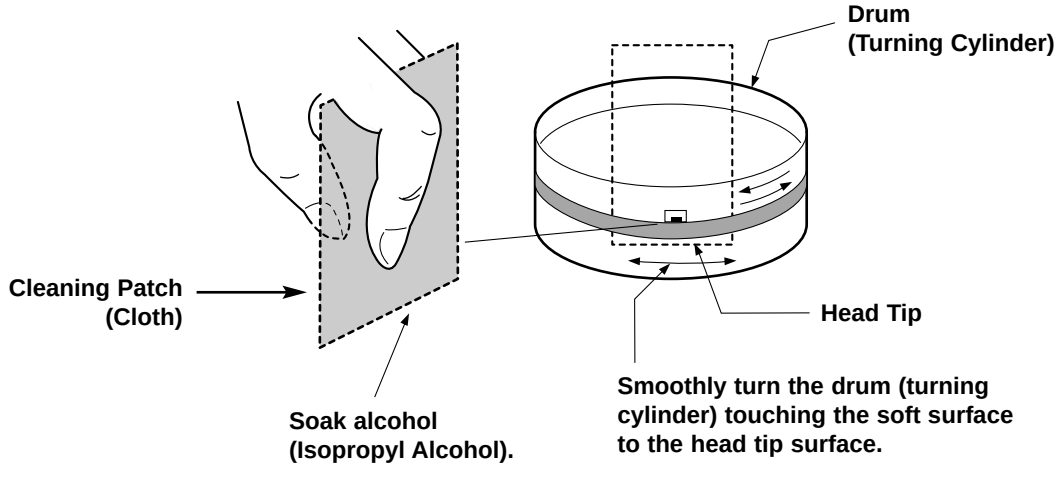

Fig. C-9-4
(1) Removal of foreign material from video head (Fig. C-9-4)